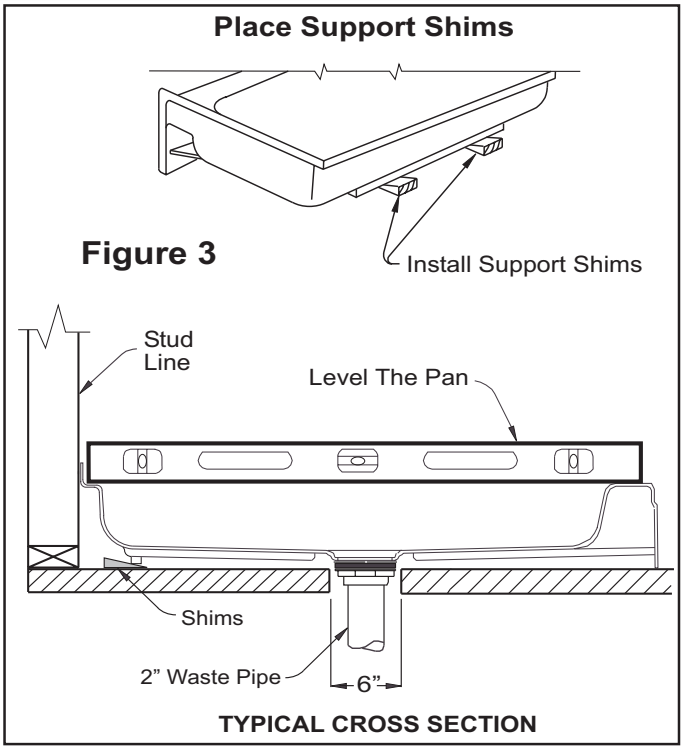

Figure 3
7. Now move shower pan into place. Position the unit at the open end of the framed pocket. Align the lower edge of the apron in approximate position and tilt back into place. Carefully guide the drain pipe though the shower drain assembly. Lower until the shower pan contacts the wood shims secured to the sub floor. *(See Figure 3)*